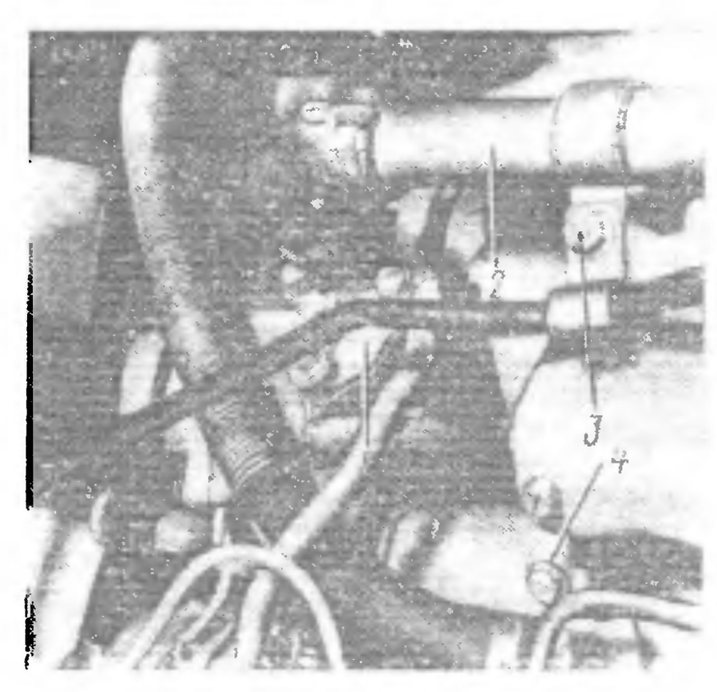

Рис. 29. Установка водоперепускной трубы.
6. Отверните гайку *3* (рис. 29) хомута водоперепускной трубы *2*, ослабьте хомут и отсоедините водоперепускную трубу от патрубка коробки *1* термостатов	Ключ 13 мм, отвертка